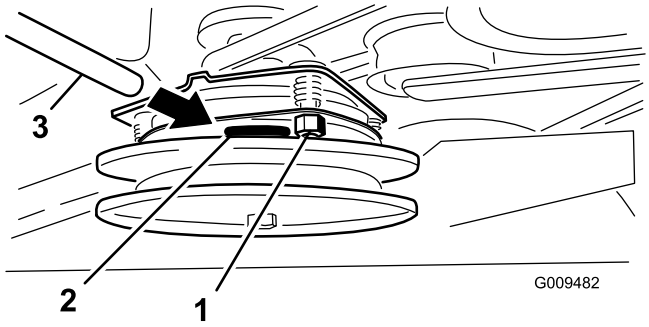

Figura 61
2. Si no es correcto, ajuste el entrehierro a 0,381 mm en cada una de las tres posiciones de la ranura de ajuste. Apriete las contratuercas hasta fijar ligeramente la galga pero dejando que ésta se pueda mover con facilidad en la separación (Figura 61).